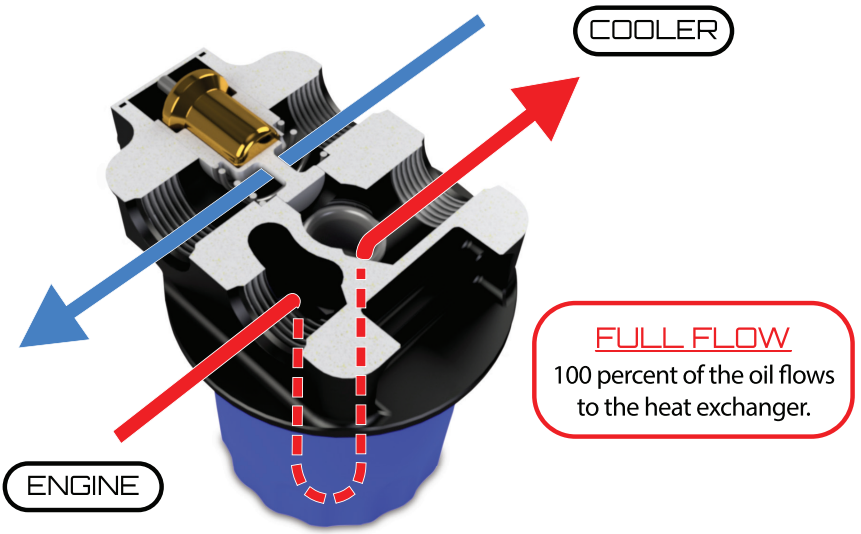

Figure 3 - Full Flow Through Heat Exchanger
2. When the activation temperature listed in the Temperature Specification Table is reached, the internal valve begins to close and gradually forces the fluid through the cooling circuit. This is illustrated in Figure 3.